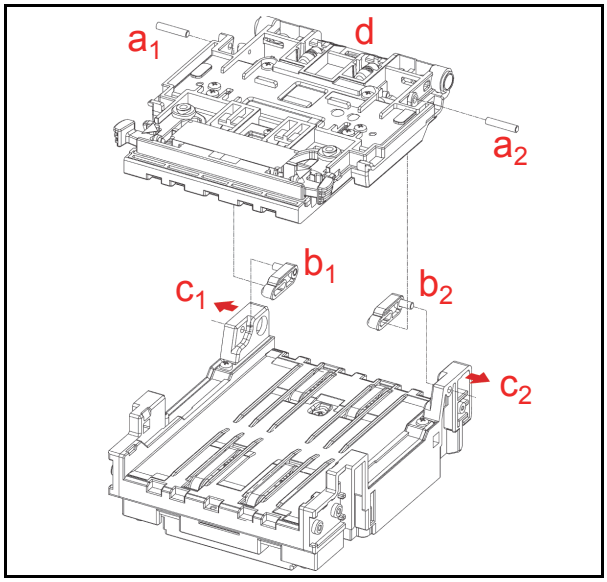

Figure 4-30 Upper Validation Part Removal
1. Push out the two (2) Alignment Pins (See Figure 4-30 a_1 & a_2) retaining the two (2) Limit Stops (See Figure 4-30 b_1 & b_2) inside the Unit, and individually remove the two (2) Stops from the Validation Unit.
2. Carefully spread both side of iVIZION® Head FR "A" Frame apart (See Figure 4-30 c_1 & c_2), and lift the Upper Validation Section (See Figure 4-30 d) up and out of the Validation Unit.